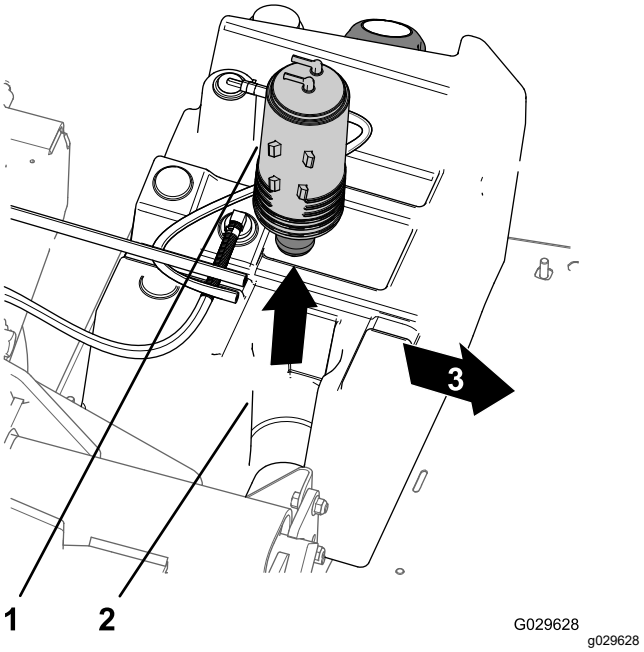

Figur 44
3. Lyft av kolkanistern från dess fäste i bränsletanken (Figur 44).
7. Placera den nya kolkanistern på bränsletankens kolkanisterfäste med Purge- och Fuel Tank-kopplingarna riktade bakåt (Figur 44).